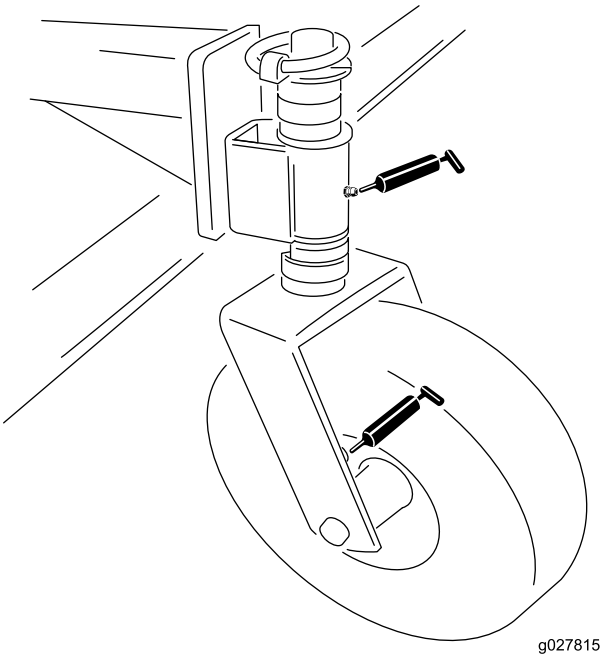

Рисунок 7
- Поворотные колеса (по 2 на каждом) (Рисунок 7)